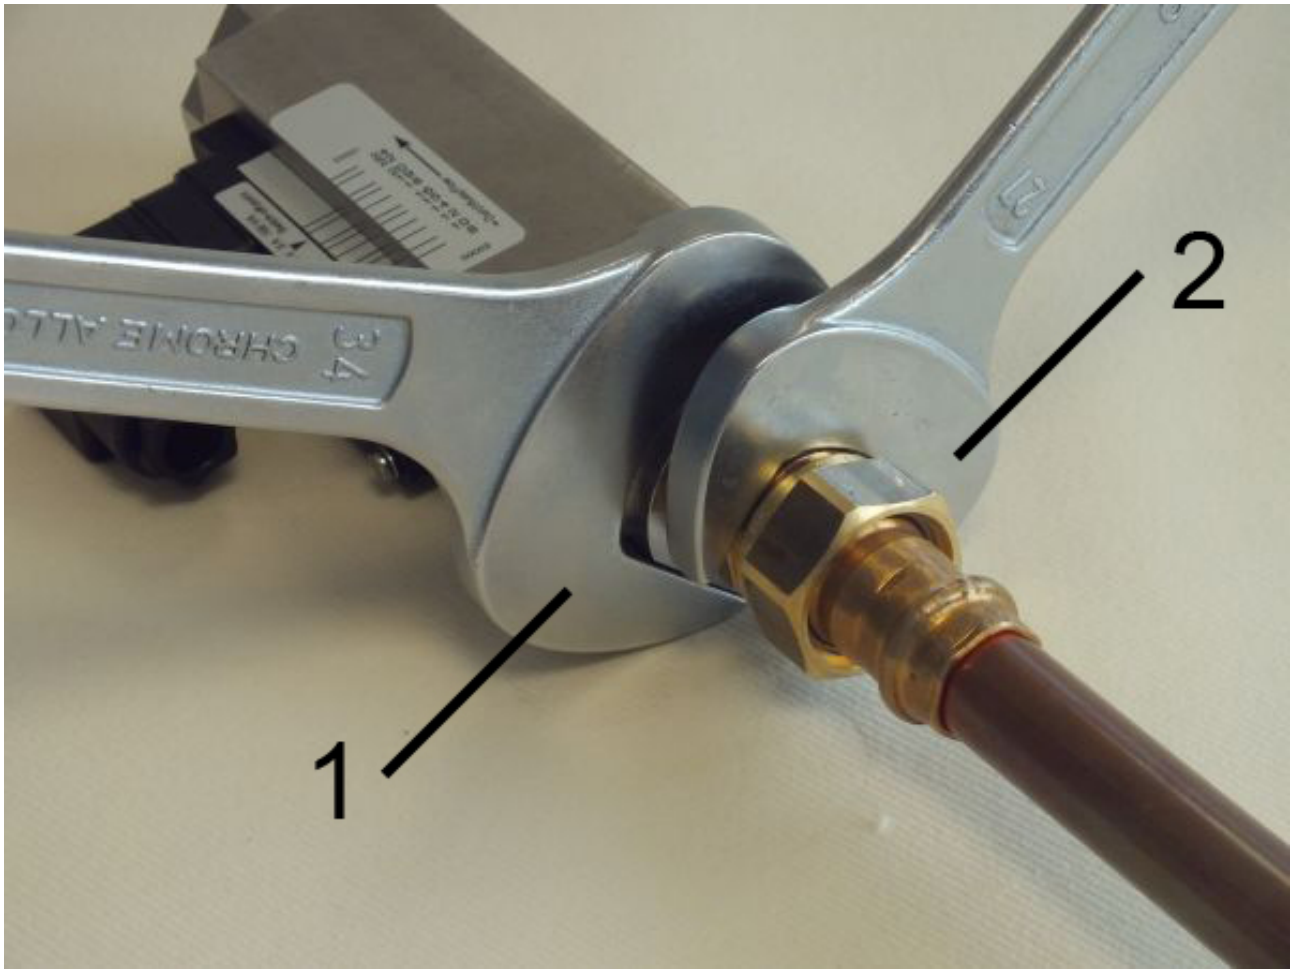

Abb. 12: Gerät einschrauben
2. Mit passendem Maulschlüssel (*Abb. 12*/2) die Übergangsverschraubung der Rohrleitung eindrehen. Dabei die Geräteverschraubung mit einem passenden Maulschlüssel (*Abb. 12*/1) gegenhalten